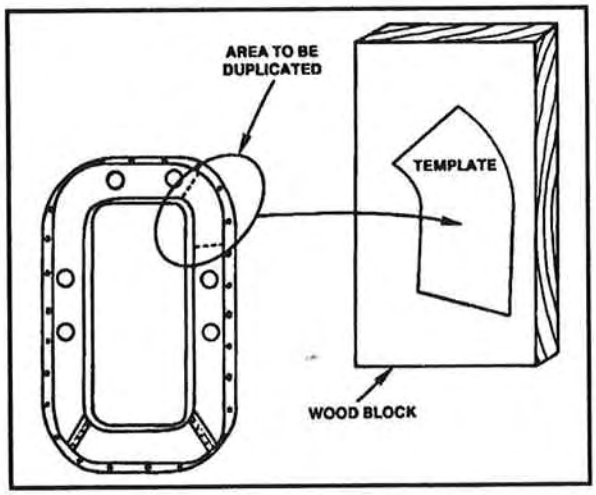

Figure 5-14. Using a template to make a forming block
- Make a template of the part to be manufactured and transfer the design to the forming block. See Figure 5-14.